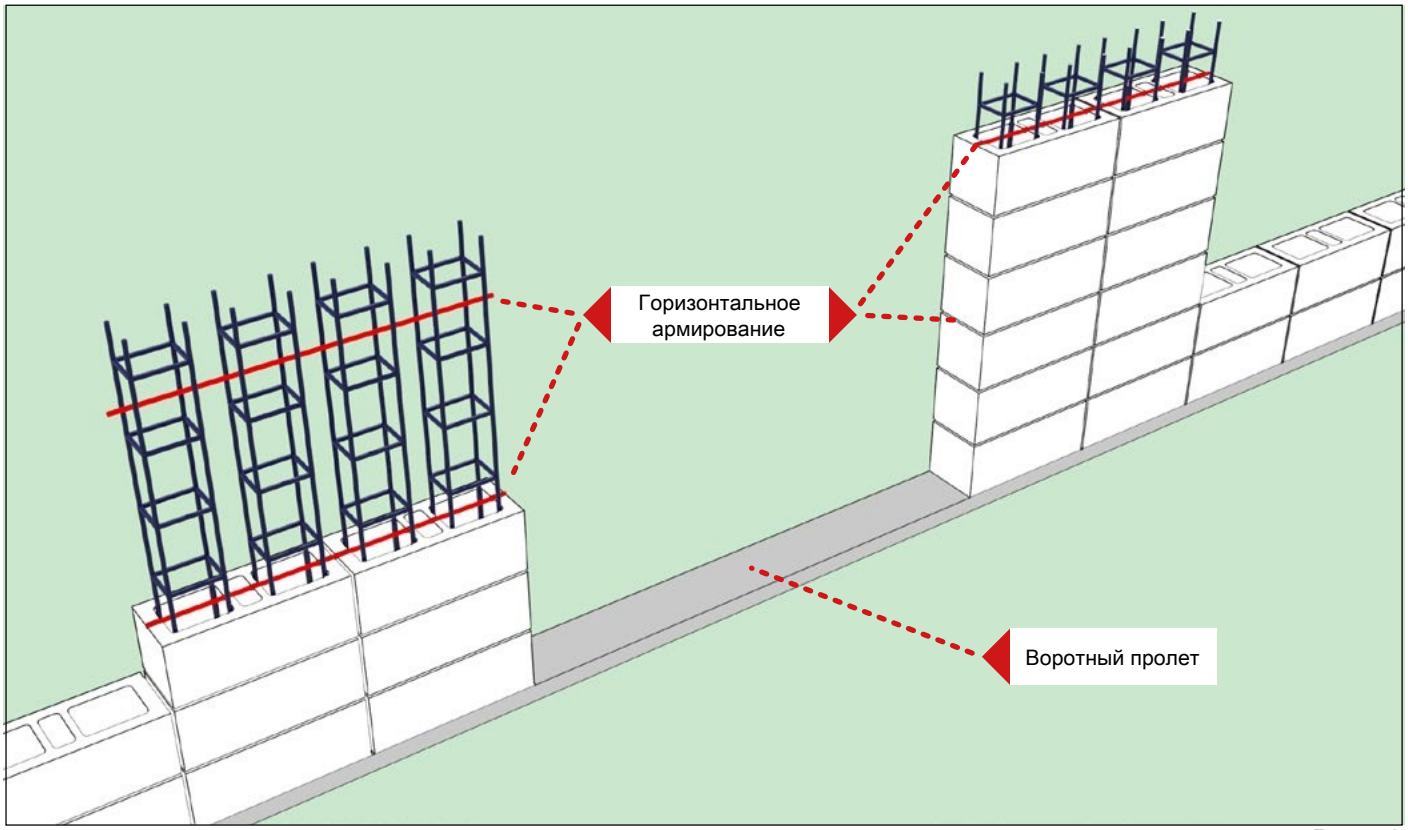

Рис. 12
8. Горизонтальное армирование применяется при возведении столбов, состоящих из 2-х и более вертикальных рядов блоков. При этом горизонтальное армирование делается в каждом третьем ряде блоков в высоту и должно связывать вертикальные ряды между собой (рис. 12).
ВАЖНО! При высоте забора свыше 2 метров рекомендуем опорные столбы проемов ворот и калиток выполнять в конфигурации двух вертикальных столбов из каменных блоков, связанных между собой горизонтально (рис. 12).